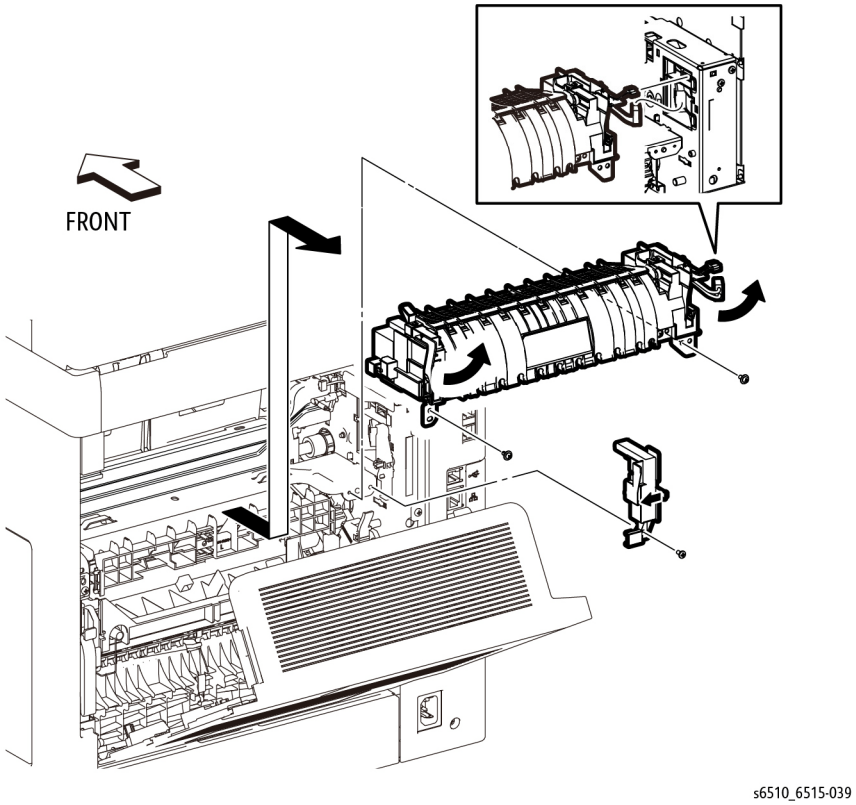

Figure 1 Remove the Fuser
2. Refer to Figure 1 to remove the two screws (silver, M3x8mm with spring washer and flat washer) attaching the Fuser Assembly.
3. Refer to Figure 1 to unplug the connectors (P/J273,P/J275) and remove the Fuser Assembly.